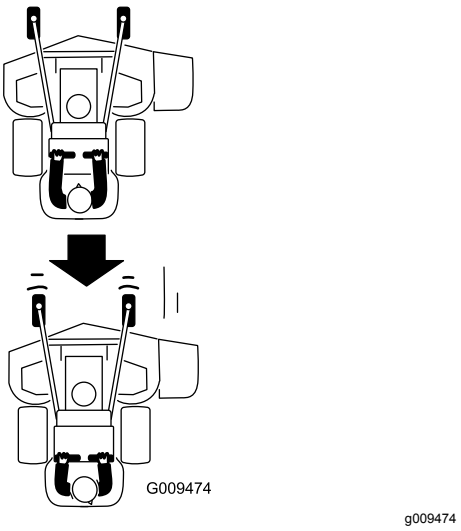

**Figur 23**
2. Træk bevægelseshåndtagene langsomt bagud (Figur 23).